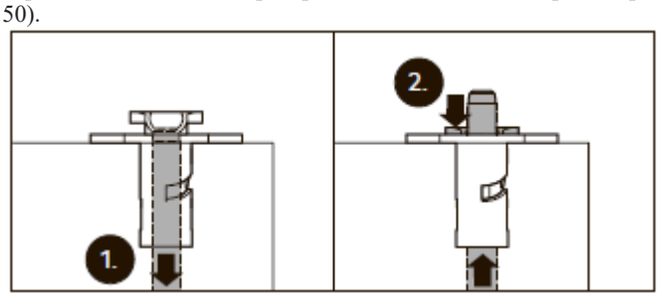

Рис. 50 Проверка работоспособности
13. Проверка работоспособности: приведите в действие переключатель замка и проверьте, выдвигается ли стержень (рис. 50).